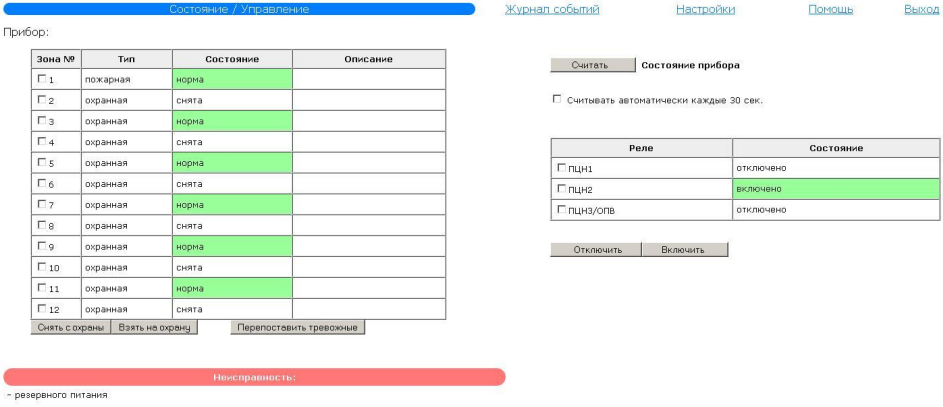

Рисунок 15.6 – Состояние/управление IP регистратором
17. Откроется страница «Состояние/Управление» (рисунок 15.6)